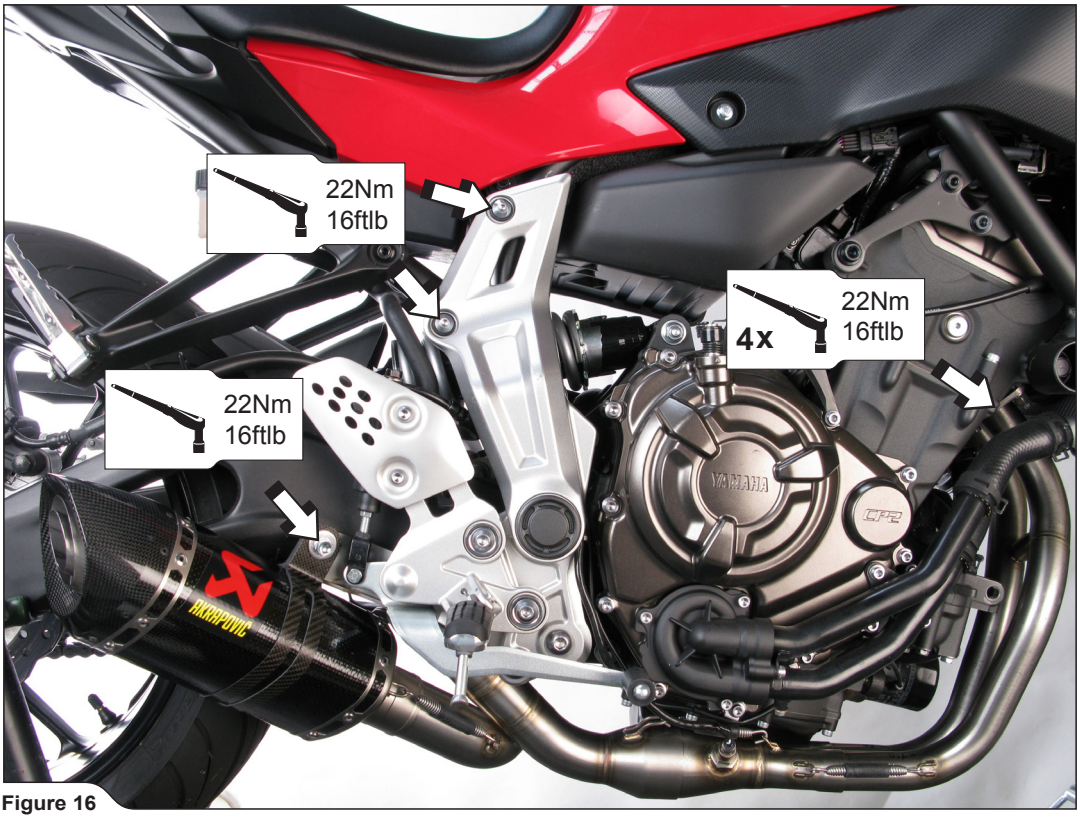

Figure 16
7. Reinstall and tighten stock plastic shield using stock bolts with specified torque. Align the muffler in respect to the swing arm, tighten the clamp's bolt, and tighten the header's flanges to the specified torque **(Figure 16).**